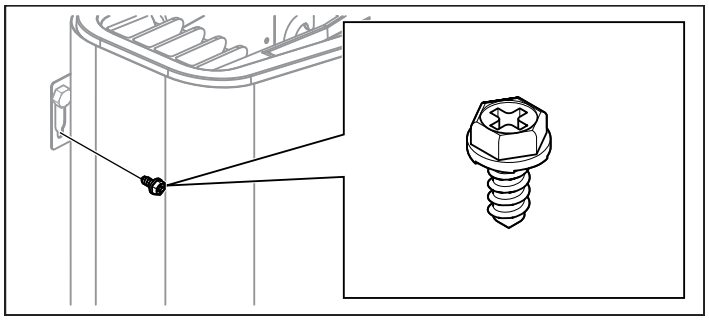

Figure 10 : Vis de verrouillage de support
8. Bloquez le poêle en place avec la vis de verrouillage (voir Figure 10).